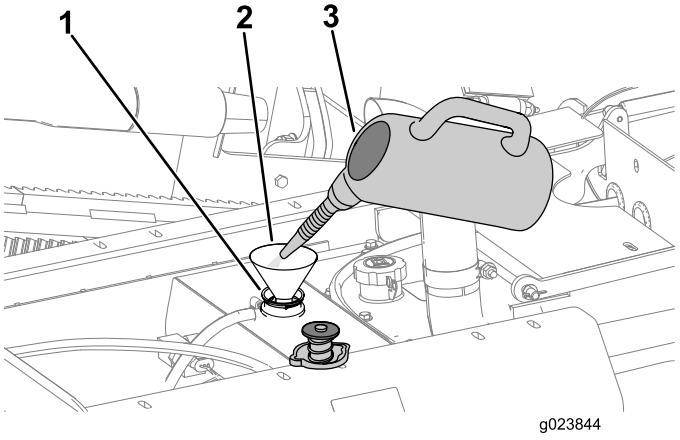

Rysunek 109
B. Uzupełnić chłodnicę roztworem czyszczącym, wprowadzając go przez wlew (Rysunek 109).